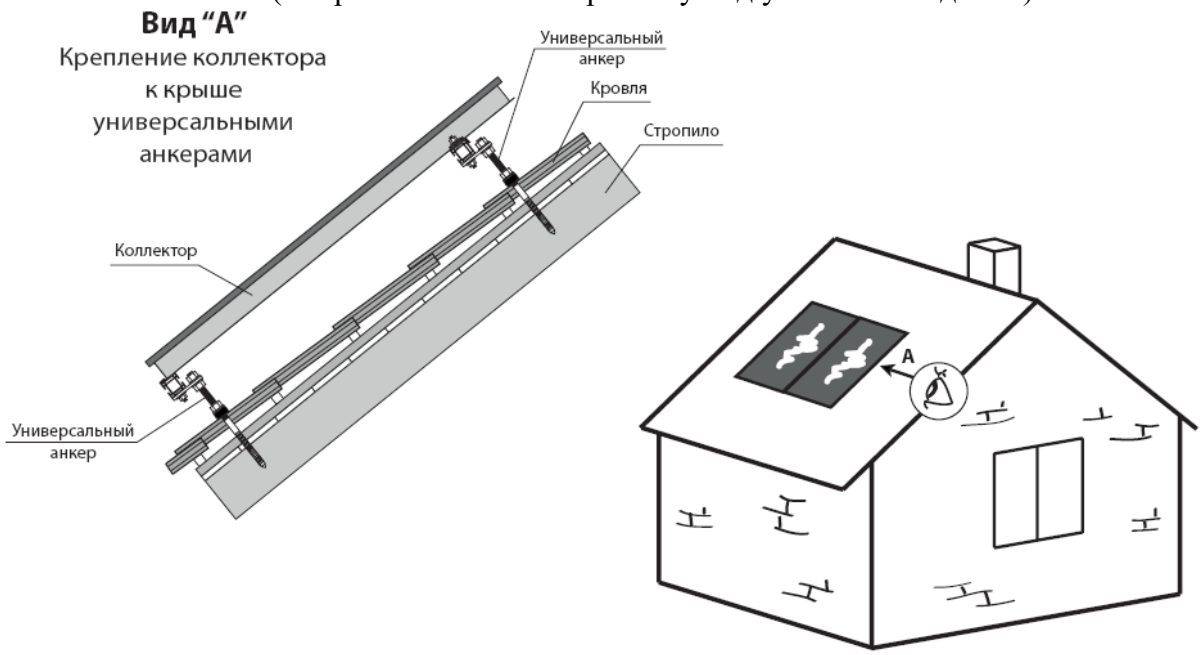

Рисунок 3
4.1. **Монтаж универсальными анкерами.** Самый простой и самый быстрый монтаж – это монтаж гелиоколлекторов поверх кровли. Гелиоколлекторы монтируются на одной общей несущей раме. Кровельное покрытие остаётся закрытым. Крепление коллектора осуществляется универсальными анкерами - самое популярное крепление, которое подходит для монтажа коллекторов на всех видах кровли: керамическая черепица, битумная черепица, металлочерепица, шифер, нержавеющая сталь (рисунок 3). Крыша должна быть скатной (т.е. располагаться к горизонту под углом от 15° до 75°).